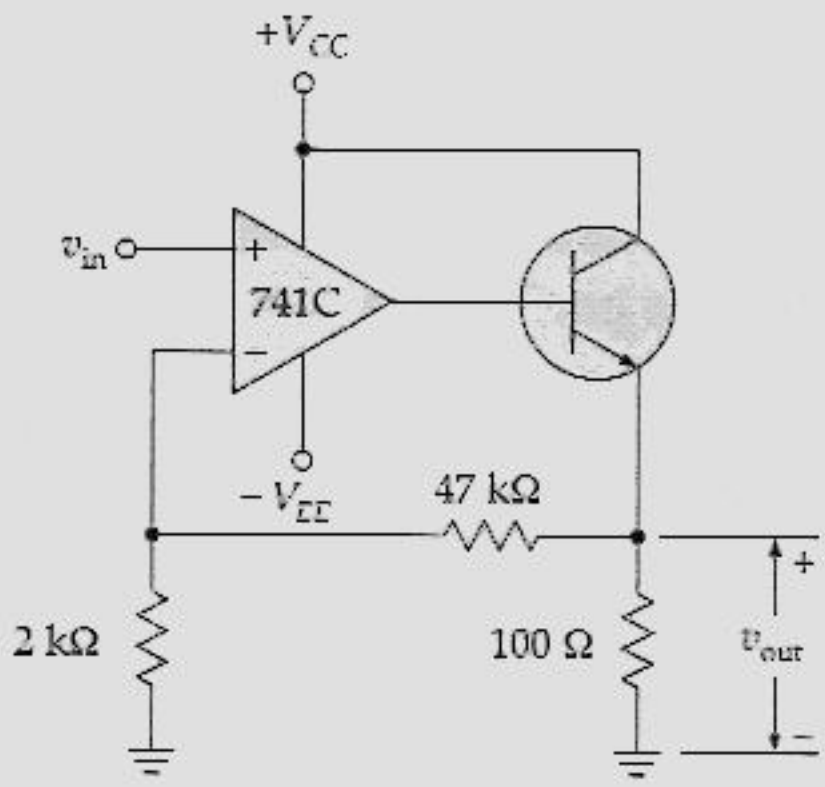

Figura 20.43
20.17 Na Figura 20.43, $\beta_{cc} = 100$ para o transistor. Se v_{in} = 100 mV, qual a tensão de saída? E a corrente de carga?